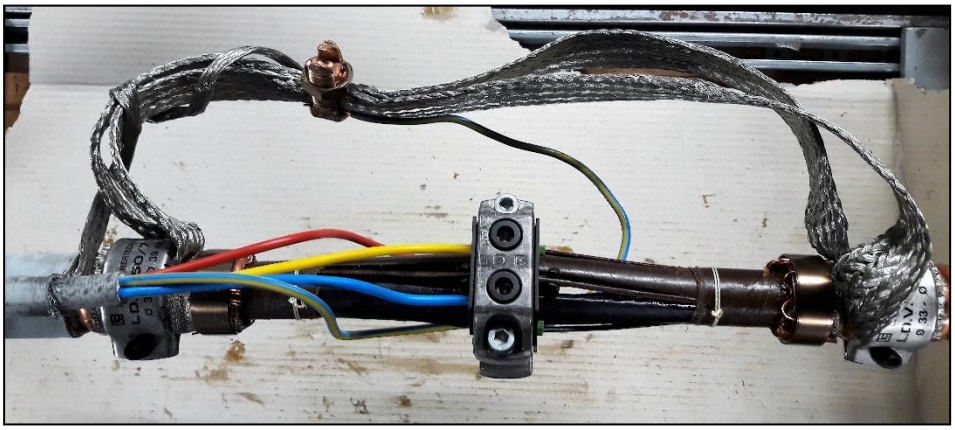

Figuur 58 - gemonteerde verbindingen in de mof
19. Maak een aarde-nul verbinding. Verbind de nulgeleider van de aftakkabel met een moerklem met het aardscherm van de hoofdkabel, zie Figuur 58.